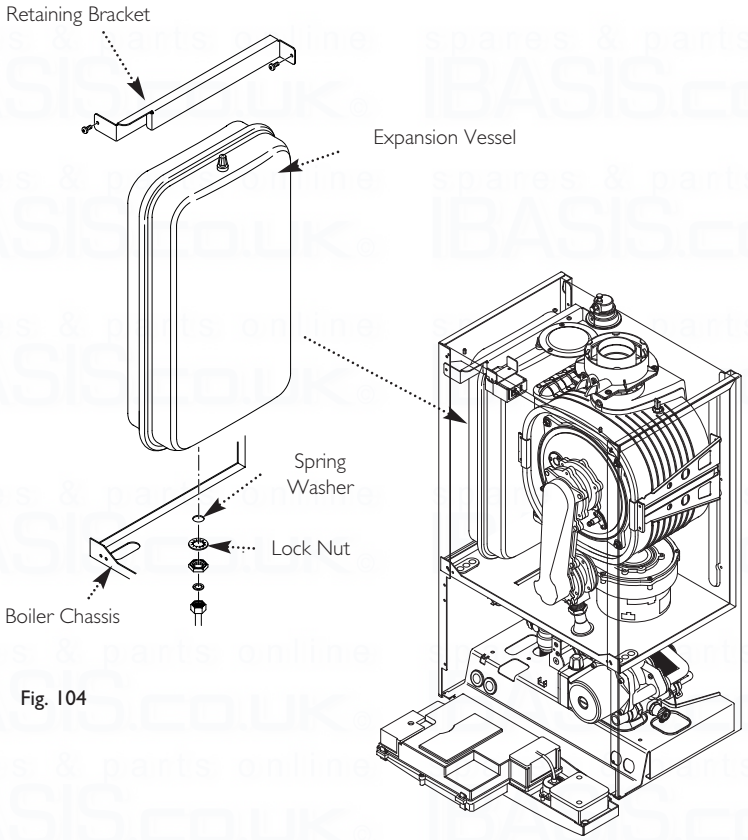

Fig. 104
14.23 Expansion Vessel (Fig. 104)